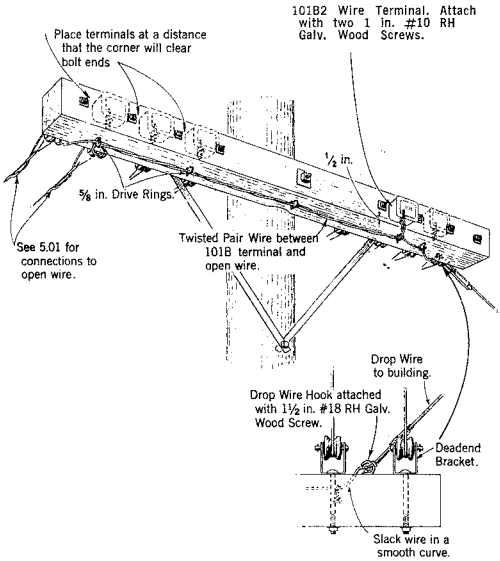

Fig. 4 — Wiring Arrangement on DE Crossarms Not Having Back Braces
4.11 Crossarms Equipped with Deadend Brackets (Fig. 4).
4.13 At double crossarms equipped with deadend brackets, follow the general wiring method shown in Fig. 4, locating the 101B2 terminal on the outer side of the crossarm not equipped with deadend brackets. Locate the wire run on the underside of the same crossarm.